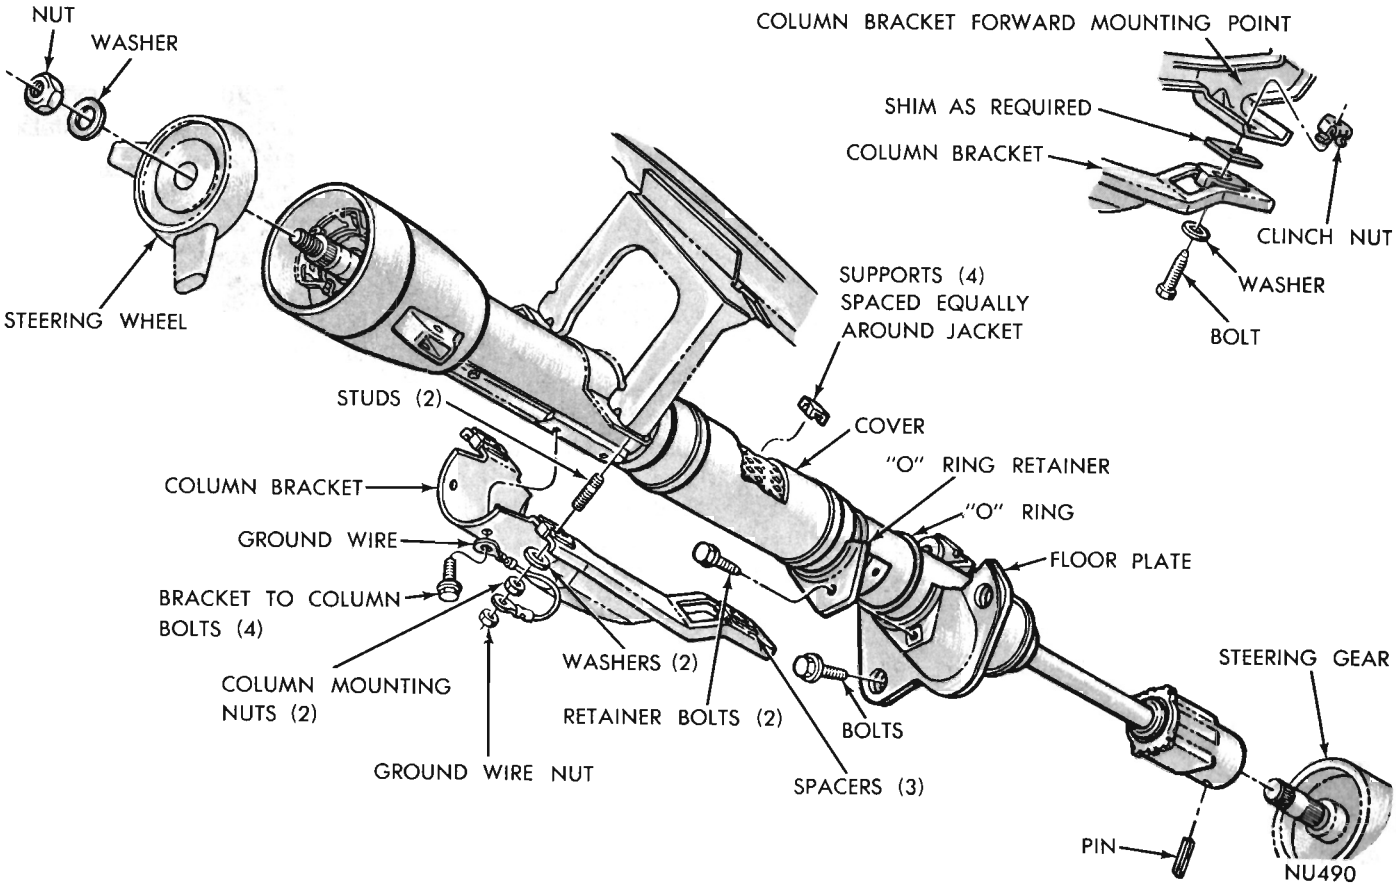
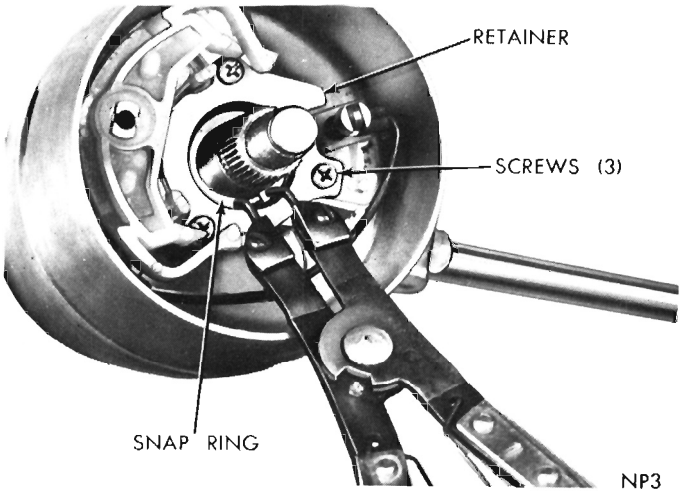

Fig. 1—Steering Column Mounting (Except Fury)
Fig. 3—Removing or Installing Steering Shaft Snap Ring
Removal (Fig. 1 or 2)
(1) Remove four bolts attaching bracket assembly to column jacket (Fig. 1).
(2) Remove two screws and lift off wiring trough. Attach Column Holding Fixture C-4048 to column jacket and clamp the assembly in a vise.
(3) Drive out gearshift lever pivot pin, then remove lever and spring from housing.
(4) Remove snap ring from upper end of steering shaft (Fig. 3). Remove turn signal switch and upper bearing retainer screws. Remove retainer and lift switch upward out of the way.